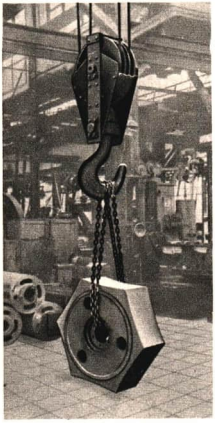

Abb. 154. Unterer Block eines großen Flaschenzuges mit Traghaken und angehängter Last
3. Der Flaschenzug. Seilmaschinen finden als *Flaschenzüge* zum Heben von Lasten weitgehend Verwendung. Die in Abb. 153 dargestellte Vorrichtung ist nichts anderes als die einfachste Form des Flaschenzuges. Man kann die Wirkung dadurch erhöhen, daß man die einzelne lose und feste Rolle durch je einen *Block* von mehreren losen und mehreren festen Rollen ersetzt. In Abb. 154 sehen wir den Block der losen Rollen eines großen Flaschenzuges. Er besteht aus zwei auf gemeinsamer Achse nebeneinanderliegenden Rollen. Das in Abb. 155 wiedergegebene Flaschenzugmodell ist mit zwei losen und zwei festen Rollen ausgestattet. Zwischen ihnen spannen sich vier Seilstücke, auf die sich die Belastung gleichmäßig verteilt. Auf das freie Seilende wird mithin nur eine Zugkraft von der Größe eines Viertels der Belastung übertragen. Ihr hält die Gegenkraft das Gleichgewicht. Bei einem aus drei losen und drei festen Rollen bestehenden Flaschenzug beträgt die zum Herstellen des Gleichgewichts erforderliche Gegenkraft nur ein Sechstel der Belastung.